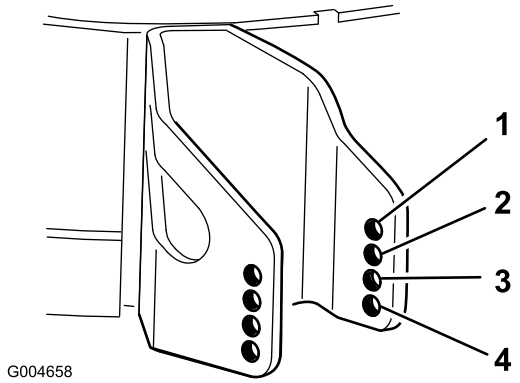

Figura 19
4. Scegliete il foro in modo da posizionare il rullo antiscalpo all'altezza di taglio corrispondente più vicina all'altezza richiesta (Figura 19).